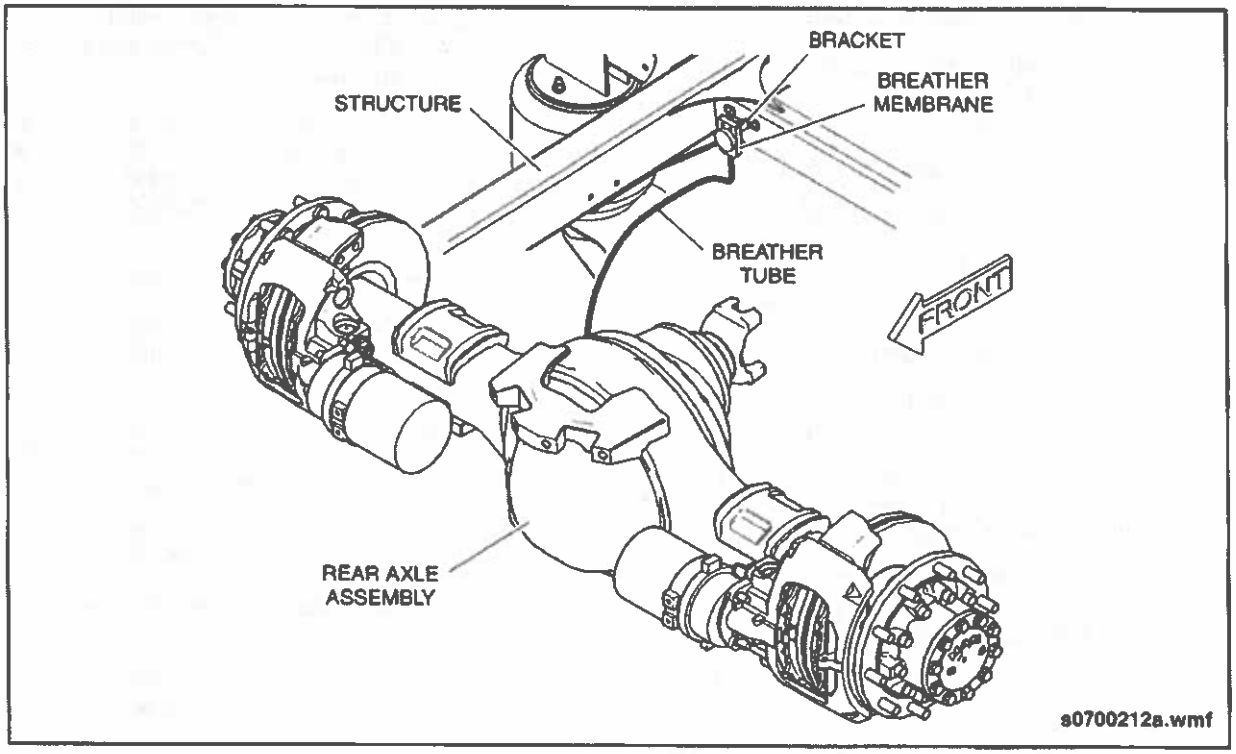

Fig. PM-21: Rear Axle Breather Inspection
- ☐ Check that the breather tube is securely attached to the elbow located on top of the differential housing and is attached to the breather membrane, located on the street-side suspension support. See "Fig. PM-21: Rear Axle Breather Inspection" on page 39.